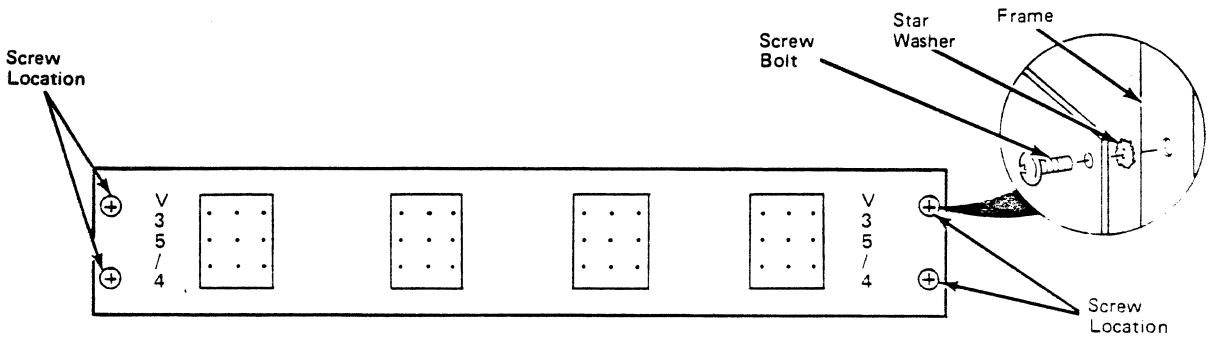

Figure 9-13. Screw Locations for V.35 I/O Panels
c. Remove the four screws that secure the I/O panel to the I/O panel frame (Figure 9-13).